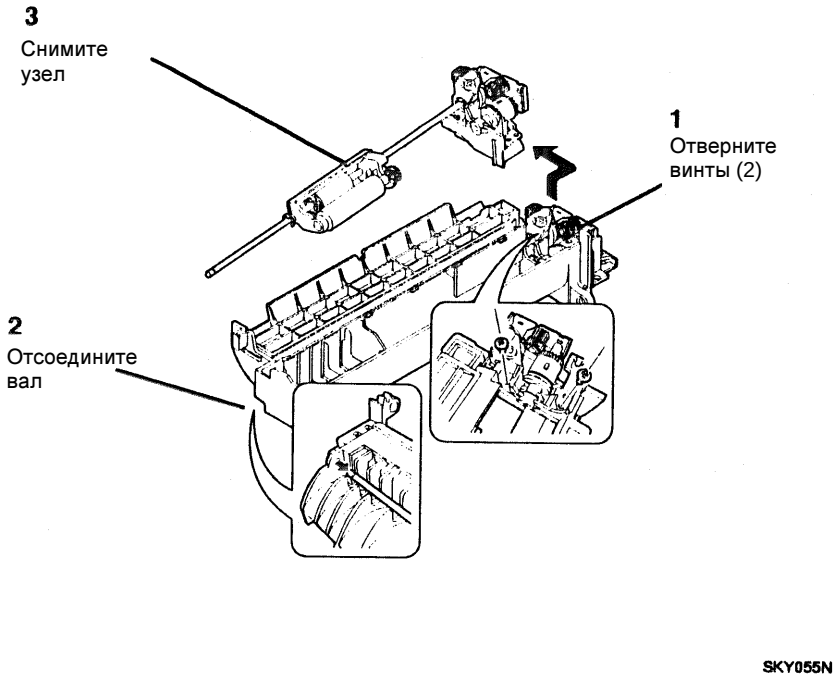

Рисунок 3. Снятие ролика подачи с валом
4. (Рисунок 3): Снимите ролик подачи с валом.